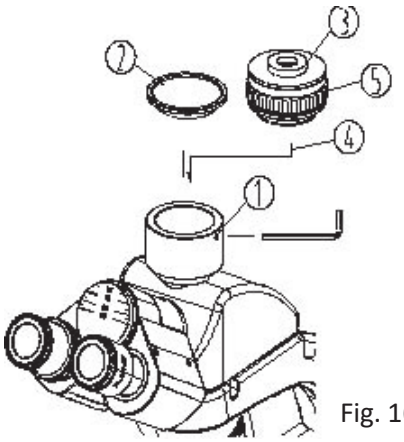

Fig. 16
- Afloje el tornillo ① de la cabeza triocular y quite la tapa protectora de polvo ② (fig. 16).
- Quite el protector de polvo del adaptador de la cámara de video ③ Inserte el adaptador de la cámara en la cabeza triocular y apriete el tornillo ①.